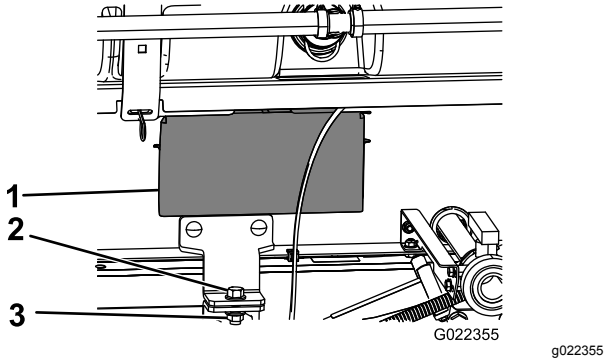

Figur 36
5. Fjern adgangspanelerne fra begge sider af platformens stel (Figur 36).
8. Fastgør tankplatformens tilholderbeslag på ladbeslaget på stellet på begge sider af maskinen med en bolt (½" x 1½") og en låsemøtrik (½") som vist i Figur 36.